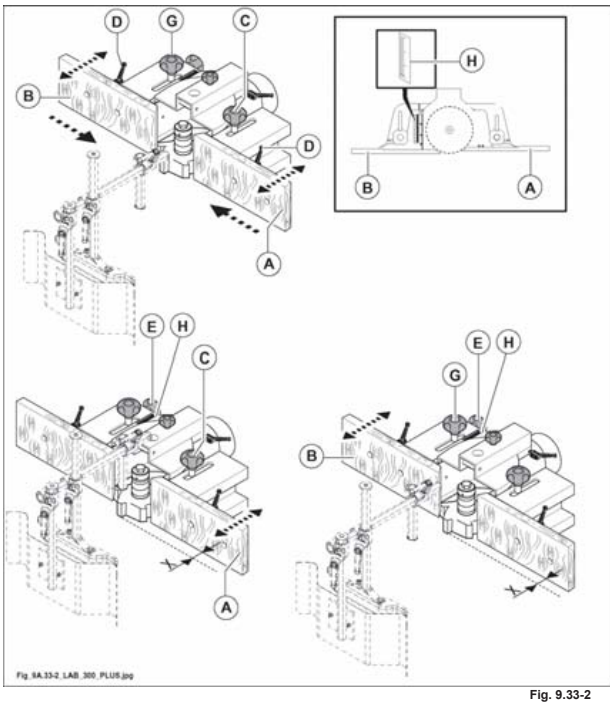

Fig. 9.33-2
- Allentando i pomelli (G, C fig. 9.33-2) spostare l'intera guida cuffia nella posizione più idonea alla profondità di asportazione che si vuole ottenere, poi serrare i pomelli.
- Le semiguide (A e B fig. 9.33-2) devono essere il più vicino possibile all'utensile (circa 2-3 mm). Per effettuare questa regolazione agire sulle maniglie (D fig. 9.33-2) poste dietro alle rispettive semiguide.
Per un'ulteriore regolazione micrometrica della profondità di asportazione registrare la semiguida in entrata (A fig. 9.33-2) come segue:
- allentare il pomello (C fig. 9.33-2).
- Ruotare il pomello (E fig. 9.33-2), per cercare la giusta posizione, leggendo lo spostamento sull'indicatore (H fig. 9.33-2).
- A regolazione eseguita serrare pomello (C fig. 9.33-2).
Per registrare micrometricamente la semiguida in uscita (B fig. 9.33-2):
- allentare il pomello (G fig. 9.33-2).
- Ruotare il pomello (E fig. 9.33-2) e, con una barretta, controllare l'allineamento della semiguida con l'utensile.
- A regolazione eseguita serrare il pomello (G fig. 9.33-2).
leggere lo scostamento fra le due tavolette sull'indice (H fig. 9.33-2). Quando l'indice è posizionato sullo "0" le guide sono allineate fra di loro.